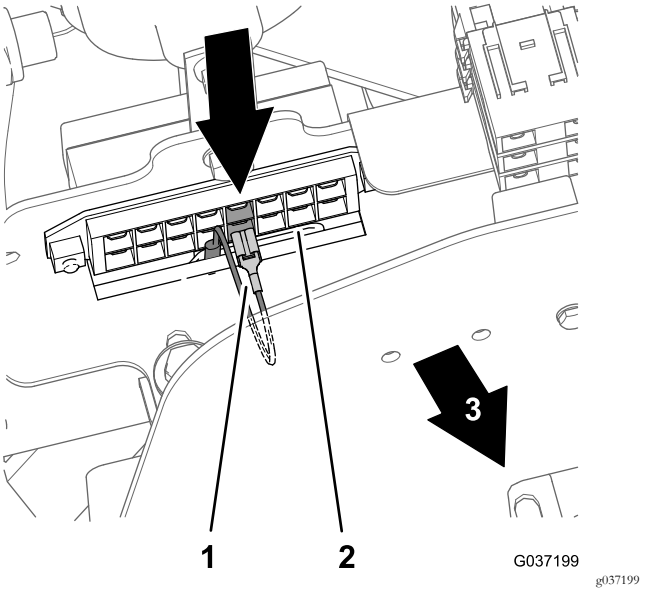

Figur 34
- Model 30651 – 5. sikringsplacering fra venstre (Figur 34)